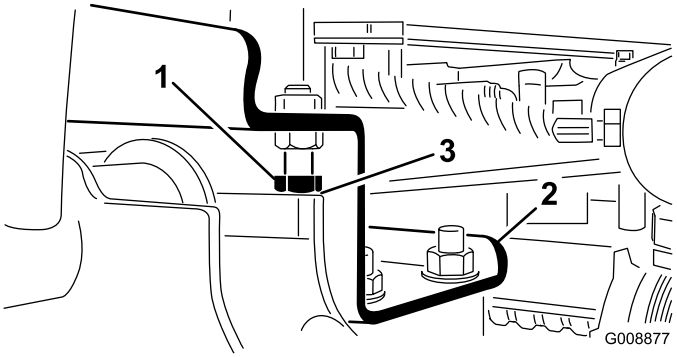

Figuur 26
A. Draai de aanslagbouten los en pas de cilinder aan om de speling te behouden (Figuur 26).
2. Controleer of de speling tussen elke hefarm en de aanslagbouten 0,13 tot 1,02 mm bedraagt (Figuur 26).